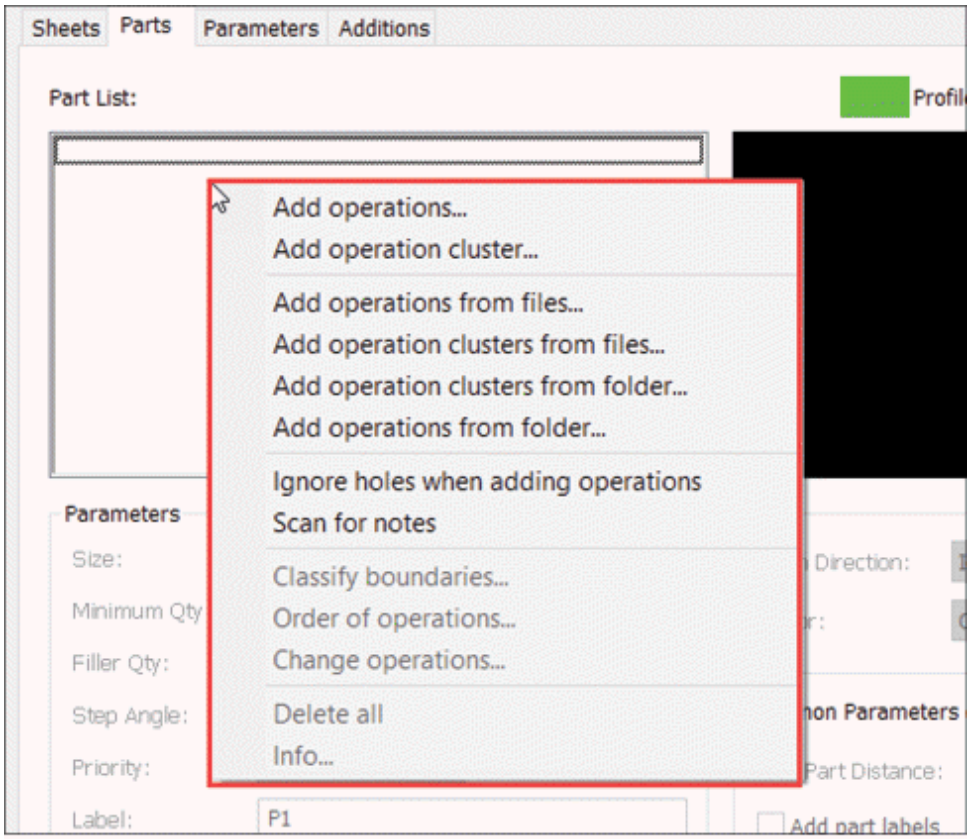
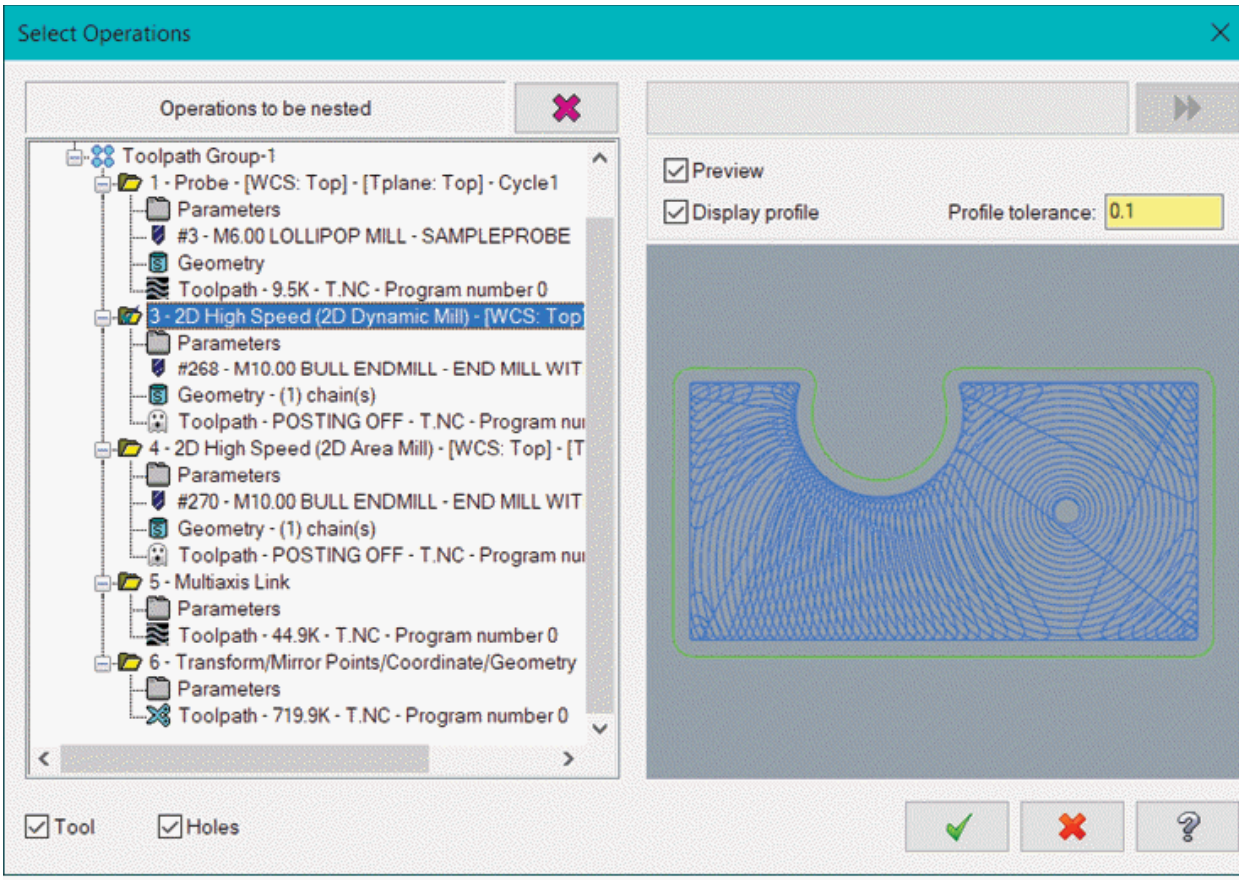

Figure-35. Shortcut menu displayed
Figure-36. Select Operations dialog box
- Right-click in the **`Part List`** area to select parts/operations to be nested. A shortcut menu will be displayed; refer to Figure-35. Select the **`Add operations`** option from the menu to add new operations in the list. The **`Select Operations`** dialog box will be displayed with the list of operations applied in current file; refer to Figure-36.